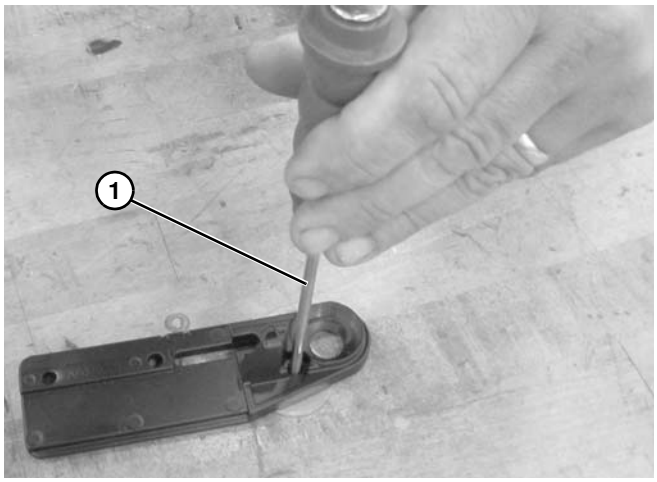
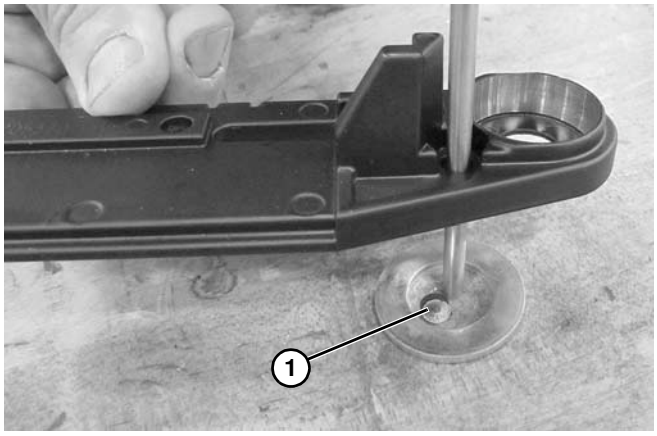

Abbildung 85
Abbildung 86
4. Denselben Vorgang für das Auswerfen **(Abbildung 86, Teil 1)** zur Ausrichtung des Schraubenlochs wiederholen und dafür eine 3 mm - 5 mm Stanze **(Abbildung 85, Teil 1)** oder M5 - M6 Schraube verwenden.